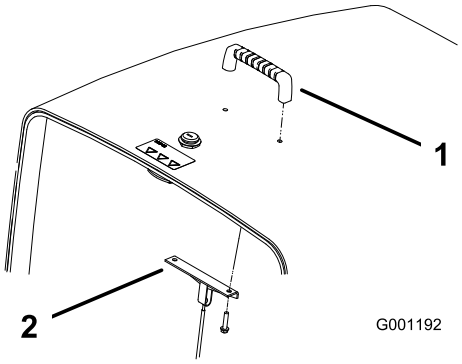

Figuur 5
2. Monteer de handgreep en de kabelbeugel aan de kap met (2) schroeven (Figuur 5).